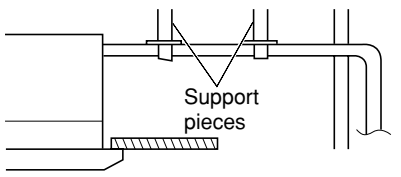

**Fig. 3-11**
- **Do not apply force to the piping on the unit side when connecting the drain pipe. The pipe should not be allowed to hang unsupported from its connection to the unit. Fasten the pipe to a wall, frame, or other support as close to the unit as possible. (Fig. 3-11)**